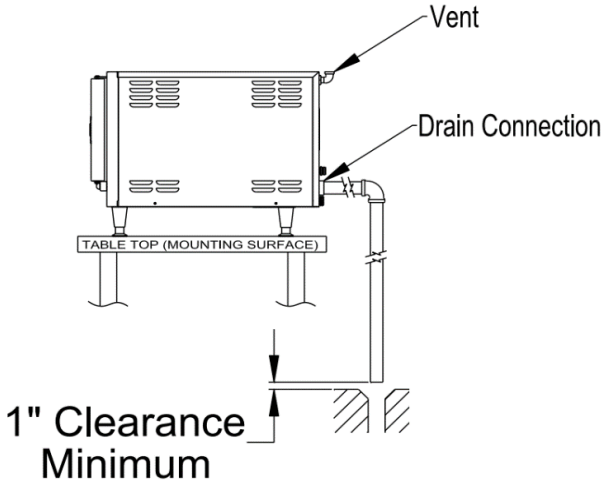

Figure 3-8 Typical Drain Connection
2. Connect the drain to a free air vented drain line. See Figure 3-8.
3. Free air venting requires a minimum 1” clearance between the end of the drain line and the top of the floor drain. See Figure 3-8.
11. Connect the drain to the appliance. See Figure 3-8.